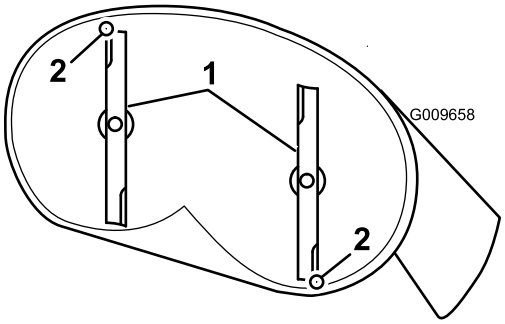
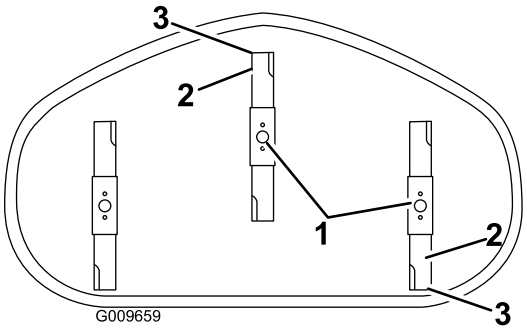

Figur 63
Figur 64
4. Drej forsigtigt knivene, så de vender på langs (Figur 63 og Figur 64).
5. Mål fra spidsen af den forreste skærekniv til den plane overflade og spidsen af den bageste skærekniv til den plane overflade (Figur 63 og Figur 64).
9. Efter justering skal du kontrollere den langsgående hældning igen og fortsætte med at justere møtrikken, indtil den forreste knivspids er 1,6 til 7,9 mm lavere end den bageste knivspids (Figur 63 og Figur 64).